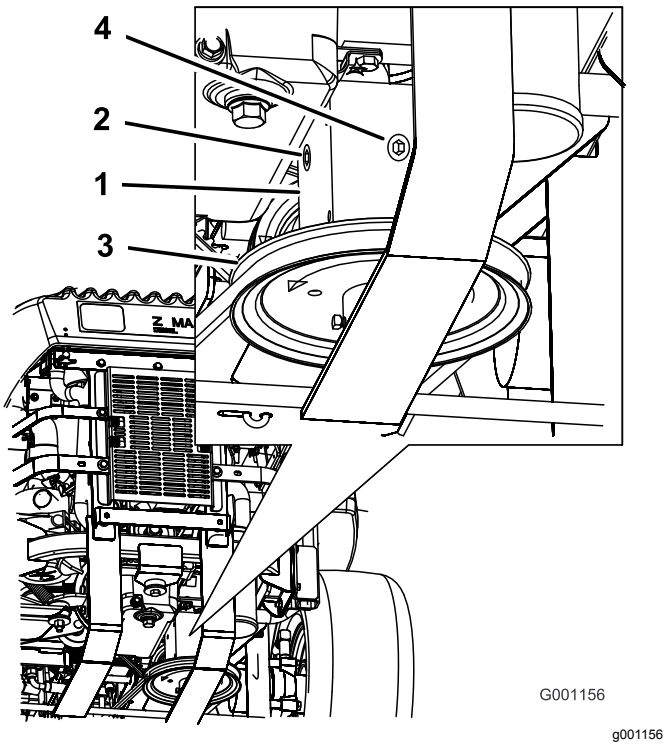

Figur 62
4. Fjern side- eller bakpluggen på girkassen (Figur 62).